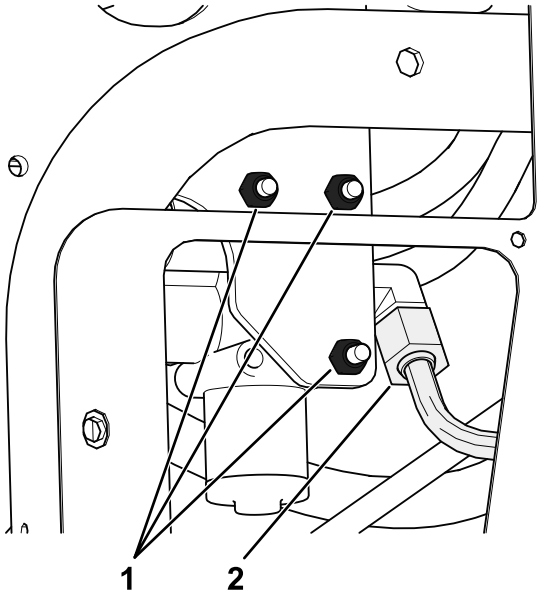

Bild 5
A. Entfernen Sie die drei Schrauben und Muttern, mit denen das vorhandene Hubventil am Rahmen befestigt ist, und trennen Sie es vom Rahmen, um den Ausbau des T-Anschlussstücks (340-94) zu ermöglichen, wie in Bild 5 gezeigt.